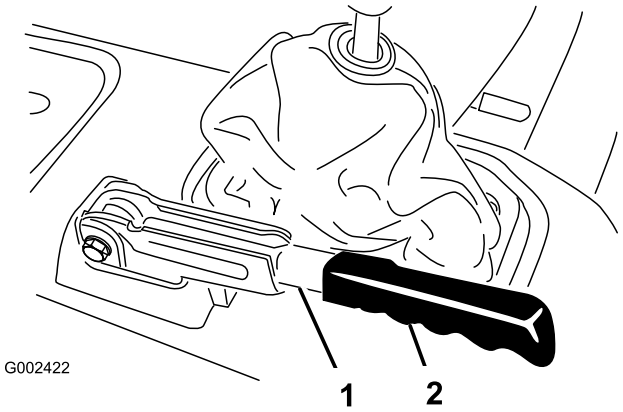

Figura 67
1. Retire a pega de borracha da alavanca do travão de mão (Figura 67).